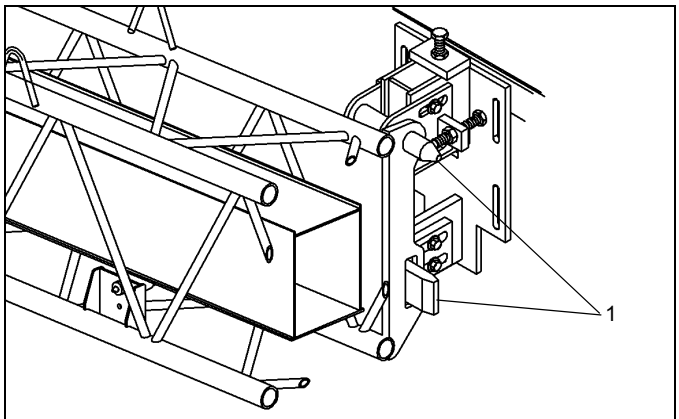
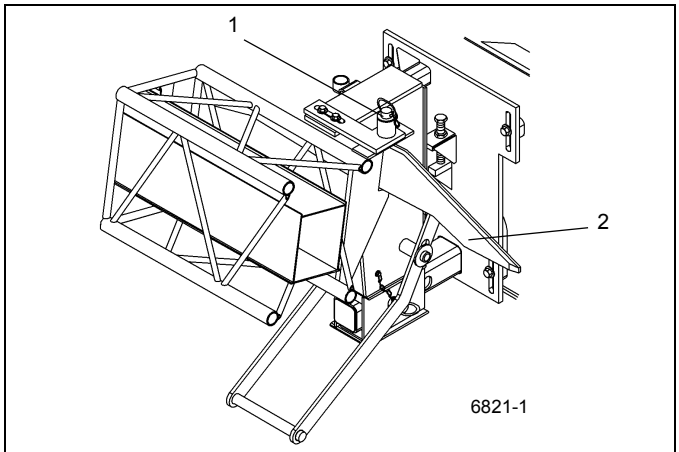

FIGURA 4-94
FIGURA 4-95
8. Extienda la pluma aproximadamente 51 a 64 cm (20 a 25 pulg). Verifique que las orejetas de almacenamiento de la extensión de la pluma queden alineadas delante de los pasadores guía (Figura 4-94, 1) y de la rampa (Figura 4-95, 2) de las escuadras de almacenamiento cuando la extensión se coloca a un costado de la pluma.
9. Asegúrese que el pasador de enganche y el pasador de pinza (Figura 4-95, 1) hayan sido retirados de la escuadra de almacenamiento trasera.
11. Alinee las orejetas de almacenamiento de la extensión de pluma con los pasadores guía y la rampa (Figura 4-95, 2) en las escuadras de almacenamiento y retraiga la pluma completamente.
12. Instale el pasador de enganche y el pasador de pinza (Figura 4-95, 1) que fijan la extensión de la pluma a la escuadra de almacenamiento trasera.